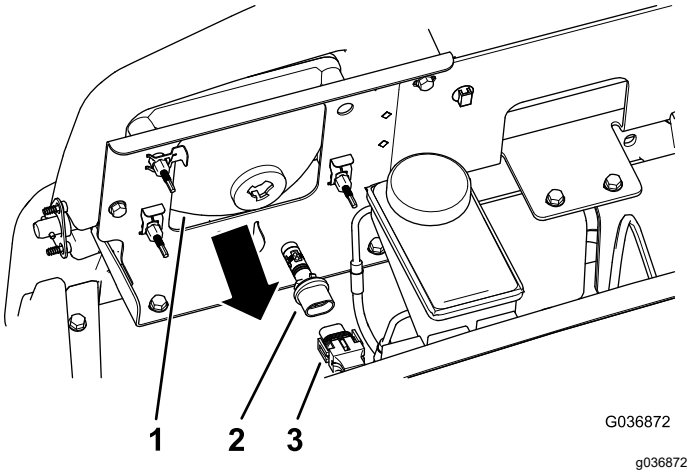

Figur 51
3. Koble den elektriske forbindelsen for nettet fra koblingsstykket til pæreenheten på baksiden av frontlyshuset (Figur 51).
4. Vri pæreenheten 1/4 omdreining mot klokken og flytt den bakover, ut av frontlyshuset (Figur 51).
5. Monter den nye pæreenheten og frontlyshuset, og juster tappene i pæreenheten med sporene i frontlyshuset (Figur 51).
6. Fest pæreenheten ved å vri den 1/4 med klokken (Figur 51).
7. Koble den elektriske forbindelsen for nettet til koblingsstykket til den nye pæreenheten (Figur 51).